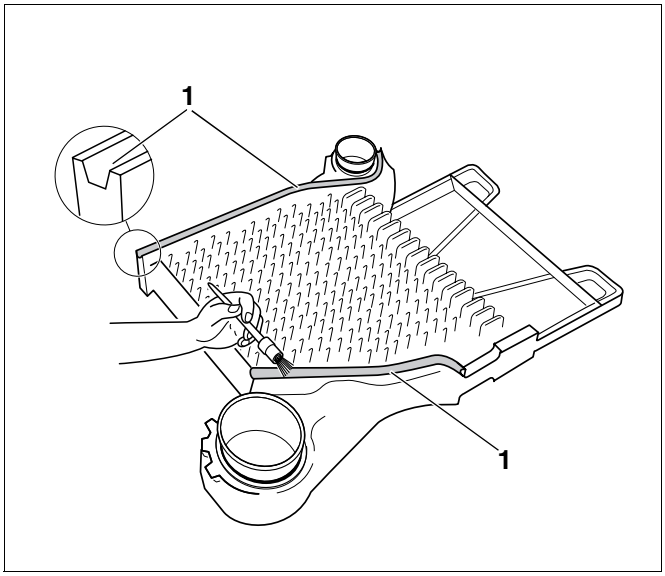

Рис. 9 Смазка пазов для уплотнений адгезионным составом
Пазы (рис. 9, **поз. 1**) должны быть чистыми и сухими, чтобы к ним хорошо приклеился уплотнительный шнур.
- Смазать пазы (рис. 9, **поз. 1**) адгезионным составом (грунтовочной краской), как показано на рис. 9.